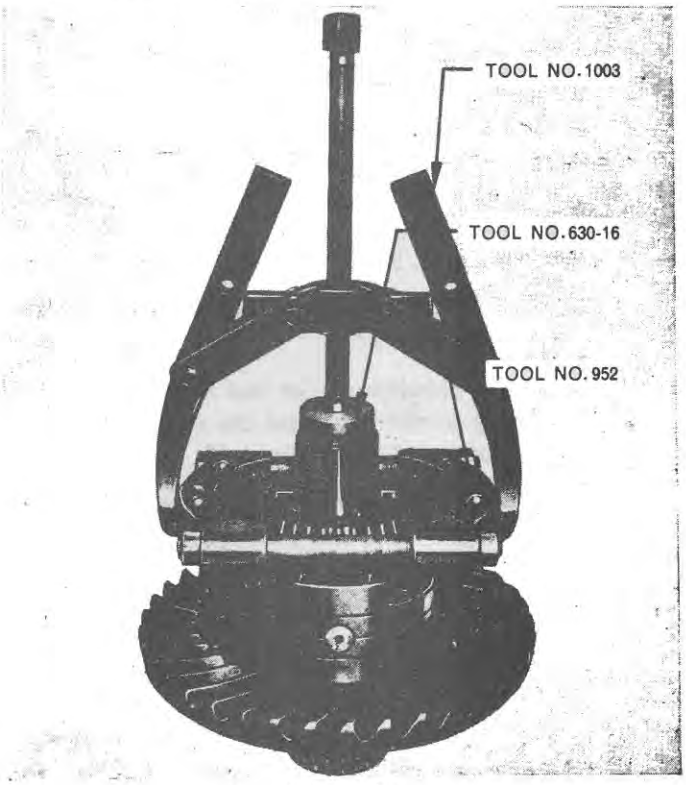

Figure 18
6. If it is necessary to remove the right-hand cone and roller assembly on tractors fitted with a differential lock, Tool Nos. 952, 1003, 630-16 will be suitable, Figure 18. The left-hand cone and roller assembly on all tractors and the right-hand cone and roller assembly on tractors without differential lock may be removed using 952, 1003, 630-10. Removal is similar to that shown in Figure 18.